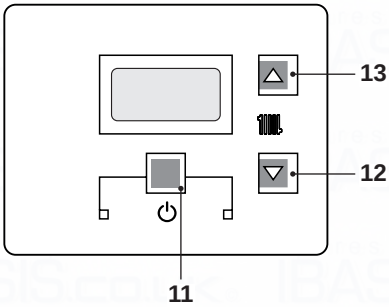
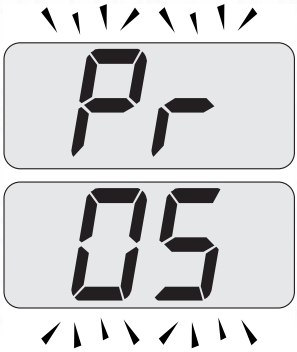

Fig. 8.3
Fig. 8.5
- Enter in "programming mode" by pressing keys 11 - 12 - 13 (Fig. 8.3) for 10 seconds at the same time until the letters **Pr** that alternate with code **01** are displayed on the LCD display, indicating that "parameter
- Scroll the various parameters using keys 12 or 13 until the letters **Pr** that alternate with code **05** are displayed on the LCD display, indicating that "parameter 05" (Fig. 8.5) has been activated.
- Press keys 11 and 13 (Fig. 8.3) at the same time until the value of parameter 05(00=G20) is displayed on the LCD display (Fig. 8.6).
- By pressing key 13 three times, it is possible to change the value of parameter 05 from **00**=G20 to **05**=G31, which is ok for LPG gas.
- By pressing key 11 (Fig. 8.3) confirmation of the inserted value is obtained.
- Press keys 11 and 12 (Fig. 8.3) at the same time to exit without changing the value (return to the parameters list Fig. 8.5).
- Press keys 11 - 12 - 13 (Fig. 8.3) at the same time for 10 seconds to exit the "programming mode".